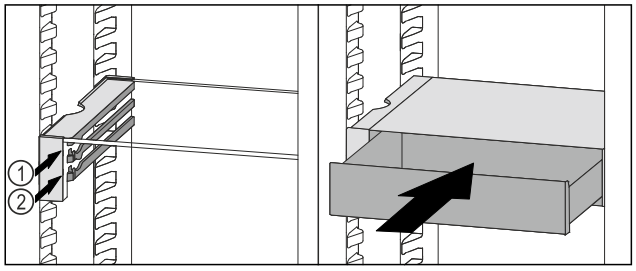

Fig. 197
▶ Placer le tiroir VarioSafe derrière les butées sur la nervure désirée *Fig. 197 (1)* ou *Fig. 197 (2)*.